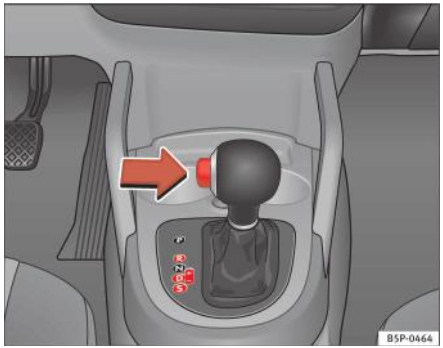

Fig. 144 Conducerea automobilului
– Apăsați butonul de pe maneta selectorului (pe partea stângă ⇒ fig. 144.